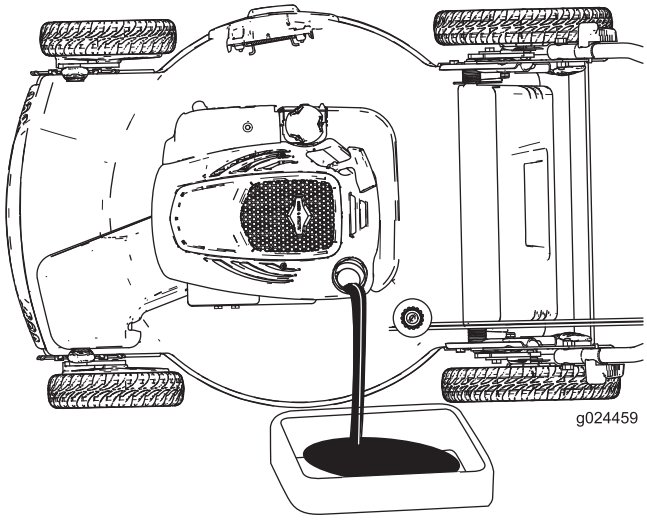
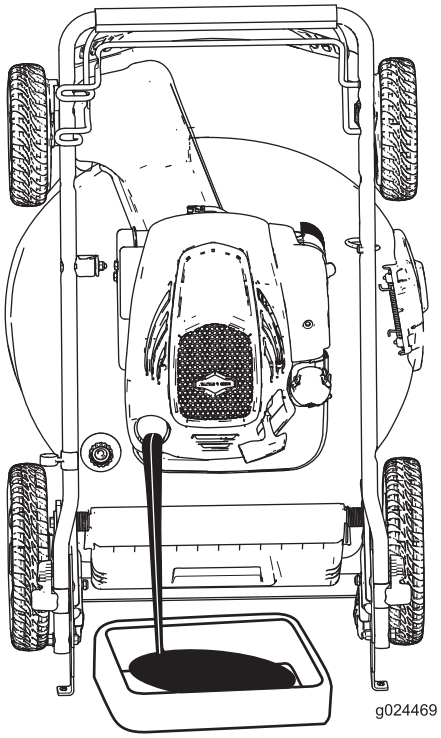

Figura 23
Figura 24
4. Inclinate il tosaerba sul fianco, con l'asta di livello in basso (Figura 23) o mettete la macchina in posizione verticale di rimessaggio (Figura 24; vedere Rimessaggio della macchina in posizione verticale. (pagina 12)) per vuotare l'olio usato attraverso il tubo di riempimento.